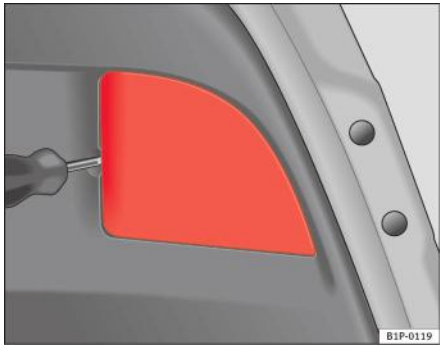

Fig. 171 Lămpile de pe hayon
– Utilizați o şurubelniță pentru a demonta capacul ⇒ pagina 274, fig. 171.